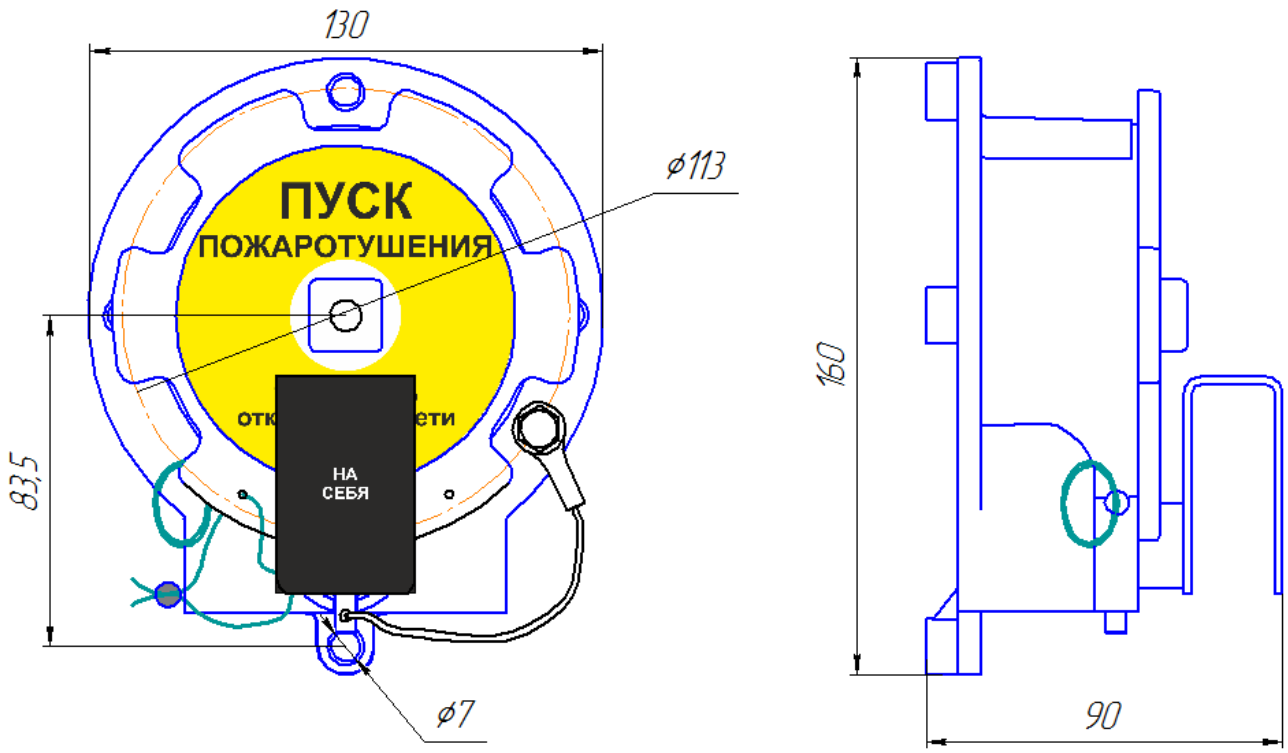

Рис. 1 – УДП «Спектрон»
- определить место установки и разметить место крепления, рис. 1;
4. После этого необходимо произвести опломбирование. Опломбирование производит эксплуатирующая организация при помощи опломбировочной проволоки диаметром до 0,2 мм, рис. 1.